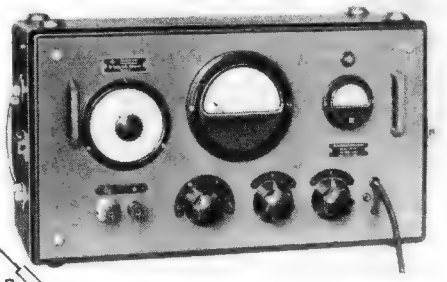

*Bild 141. Verlustfaktor-Meßgerät Typ VKS von Rohde & Schwarz*
**Bild 141** zeigt ein Gerät von Rohde & Schwarz, das hauptsächlich zur Prüfung verlustarmer Kleinkondensatoren bestimmt ist. Das Gerät umfaßt den tg δ-Meßbereich von $0 \ldots 25 \cdot 10^{-4}$ und den C-Meßbereich von 10...100 pF. Die Meßfrequenz beträgt 1 MHz. Der Verlustfaktor des Prüflings wird unmittelbar in $10^{-4}$-Einheiten mit einer Genauigkeit von $\pm 2 \cdot 10^{-4}$ angezeigt. Der absolute Kapazitätswert von $C_x$ braucht mit dem am Gerät eingestellten C-Wert nur auf etwa ± 20 % übereinzustimmen. Bei der Reihenprüfung von Kondensatoren bis zu ± 20 % Toleranz, jedoch gleicher Nennkapazität, muß man das Gerät also nicht erst für jeden Kondensator neu abstimmen. Dadurch können auch Anlernkräfte eine sehr beachtliche Sortiergeschwindigkeit erreichen.